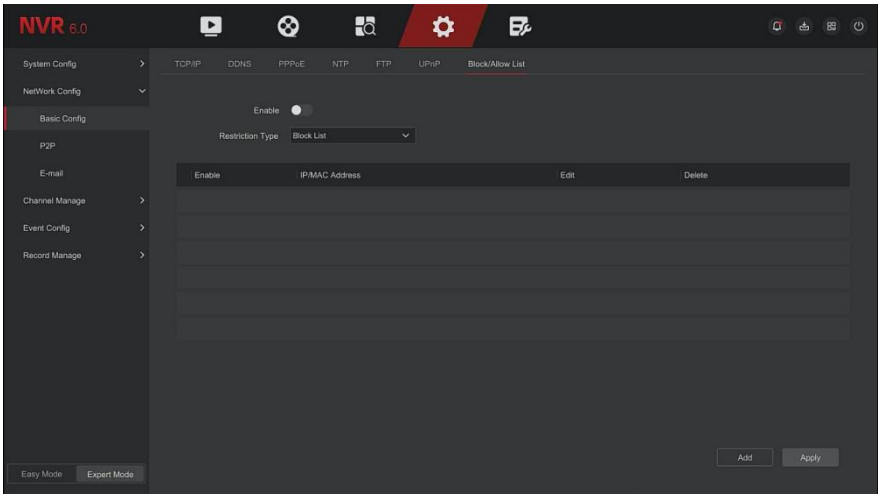

Figure 5-70
Step 1: In the main menu, choose"Config → Expert Mode → Network Config →Basic Config →Block/Allow List " to enter Block/Allow List setting interface, as shown in Figure 5-70 below.